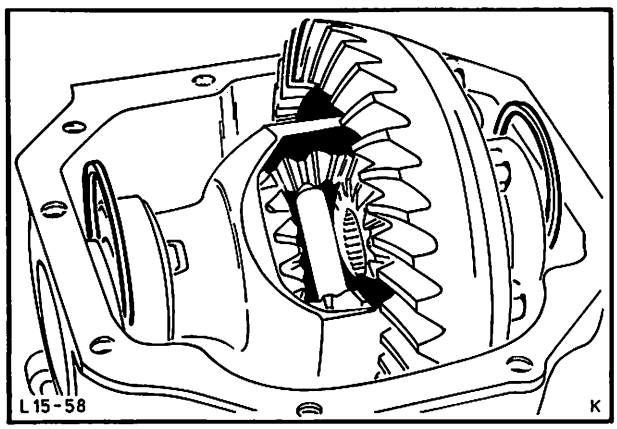
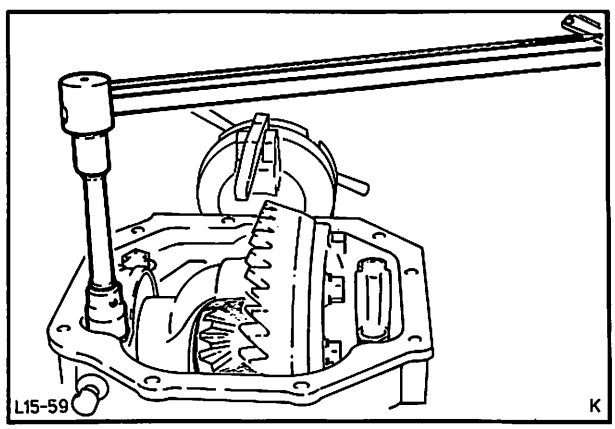

Abb. 87 Ausgleichgetriebe mit Scheiben einsetzen
Abb. 88 Lagerdeckel Zahl zu Zahl aufsetzen und Schrauben mit vorgeschriebenem Drehmoment festziehen
49. Ausgleichgetriebe mit Lageraußenringen und den für jede Seite ermittelten Ausgleichscheiben in das Achsgehäuse drücken, Abb. 87. Auf korrekten Sitz der Scheiben achten. Lagerdeckel (Zahl zu Zahl) aufsetzen, Schrauben mit Dichtmasse einsetzen und mit vorgeschriebenem Drehmoment festziehen, Abb. 88.